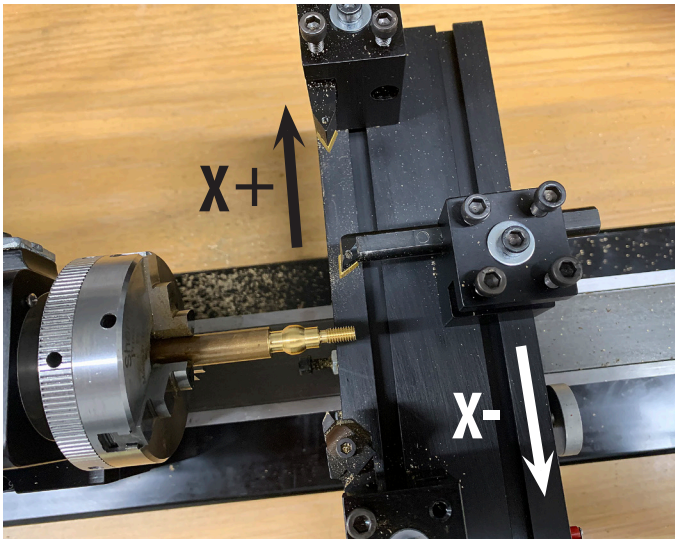

FIGURE 6—X-axis table directions.
3. On the lathe, your X-axis should home out correctly. Then it should jog in the correct direction and your tool should be described on the tool page correctly as front side or back side tools (see Figures 6 and 7).